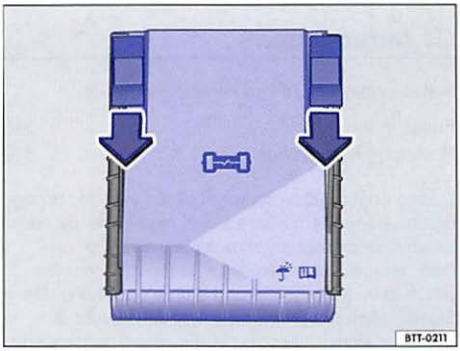

Fig. 166 In the engine compartment: Fuse box cover.
- Slide the release buttons forward in the direction of the arrows ⇒ fig. 166 to unlock the fuse box cover.